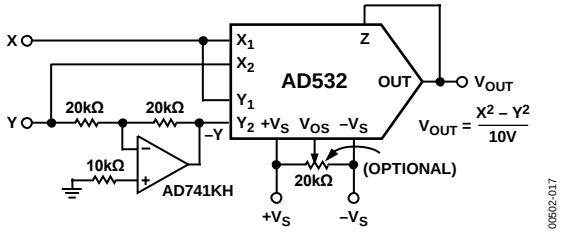

*Figure 19. Differential of Squares Connection*
The differential input capability of the AD532 allows for the algebraic solution of several interesting functions, such as the difference of squares, $X_2 - Y_2/10$ V. As shown in Figure 19, the AD532 is configured in the square mode, with a simple unity gain inverter connected between one of the signal inputs (Y) and one of the inverting input terminals ($-Y_{IN}$) of the multiplier. The inverter should use precision (0.1%) resistors or be otherwise trimmed for unity gain for best accuracy.